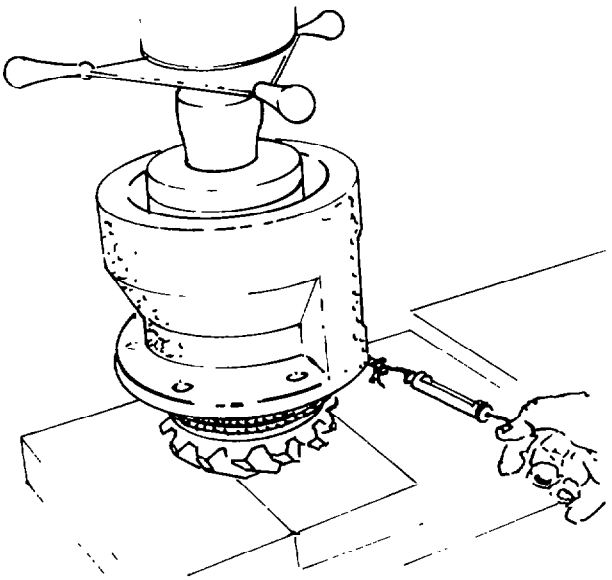

Fig. 310 — Checking Bearing Pre-loading
f. Install the front bearing cone into the bevel pinion housing, then position the assembly on a hydraulic press. Wrap a cord several times around the pinion housing at the pilot area and attach a suitable spring scale to the end of the cord. Apply a pressure of 15 450 kg (34 000 lb) to the assembly with the hydraulic press, then with a slow and steady pull, pull on the scale until the housing rotates. The correct load on the scale to keep the housing turning slowly and evenly is 1.363 – 2.727 kg (3 – 6 lb). If the reading on the scale is not within the correct range, replace the spacer with thicker or thinner spacers as necessary to obtain the correct bearing preload (see fig. 310). A selection of 23 hardened steel spacers are available. These spacers are approximately half the thickness of the production spacer, and when used in combination-of-two the resultant thickness can be adjusted in increments of 0.025 mm (0.001 in.) for precise bearing spacing and preloading. Measure the thickness of the spacer being used, then locate the required thickness in Table 1. Follow the columns to the left and to the top of the table to obtain the sizes of the spacers to be used in combination. After establishing the correct bearing preload, remove the bevel pinion housing from the press.